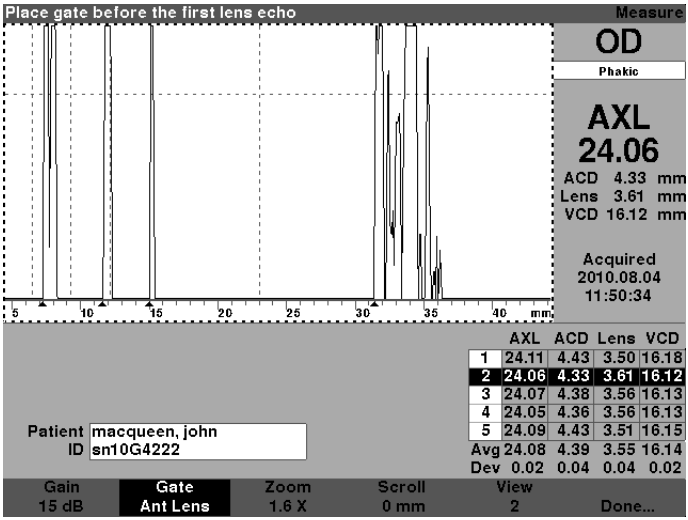

Figure 6-6 Measurement Activated with Waveform Review Menu
2. Press the knob or the √ button, to activate the waveform area, indicated by the dashed border. (See Figure 6-6 on next page.) The soft menu selections on the Measure Screen will change from the Main menu to the Waveform Review Menu.